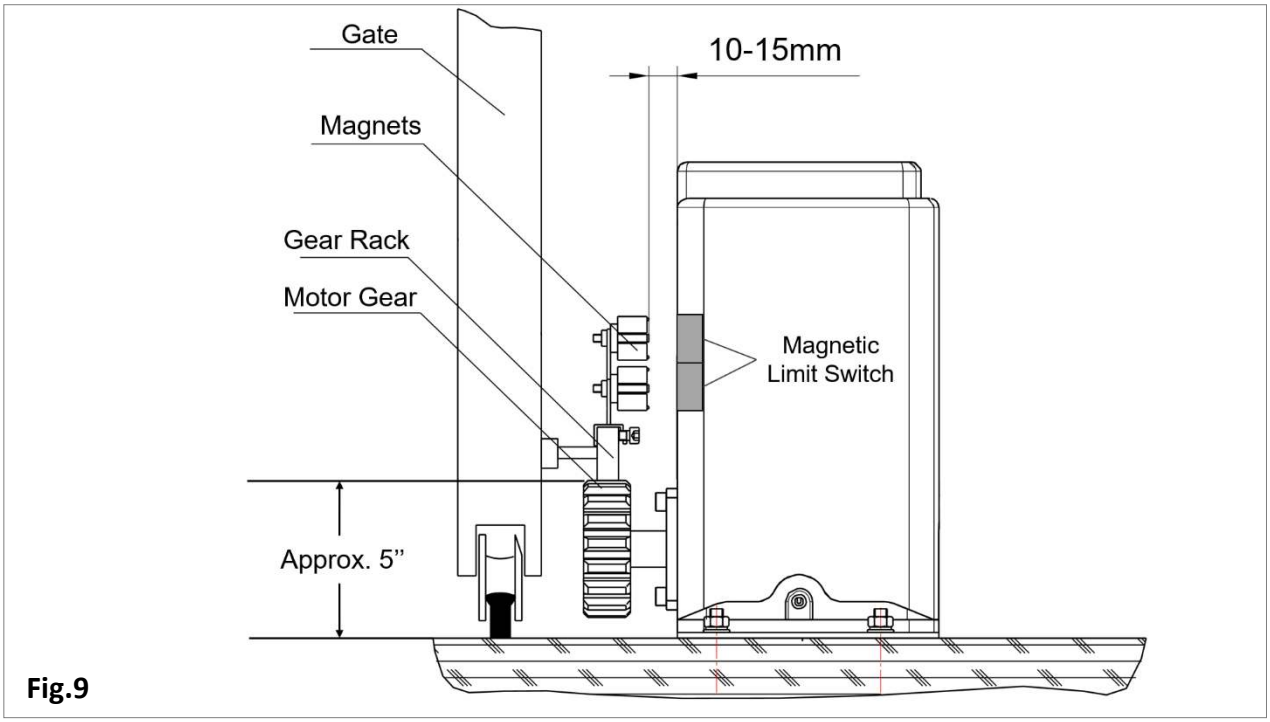

Fig.9
e. Ensure the magnets are positioned approximately 10-15mm away from the limit switch. If the magnets are too far away, the limit switch may fail to work correctly. (Fig.9)